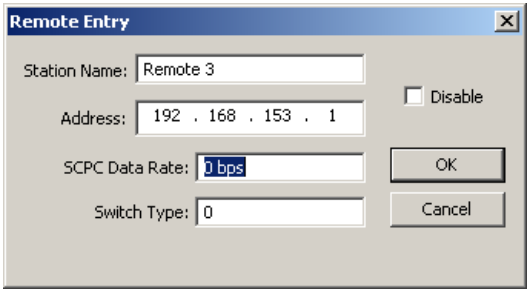

Figure E-19 Remote Bandwidth Entry, CDM-570/570L
3. Click the **Modify...** button to display the **Remote Entry** dialog shown in figure E-19.